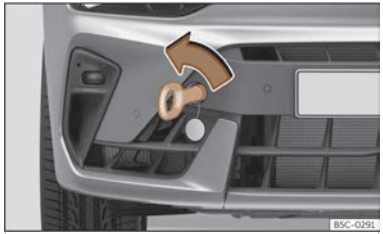

Fig. 227 Right side of the front bumper: towing eye screwed in.
3. Screw the towing eye into the housing by turning it **anticlockwise** ››› **Fig. 227** , ››› ⓘ as far as it will go. Use a suitable object that can completely and securely tighten the towing eye in its housing.